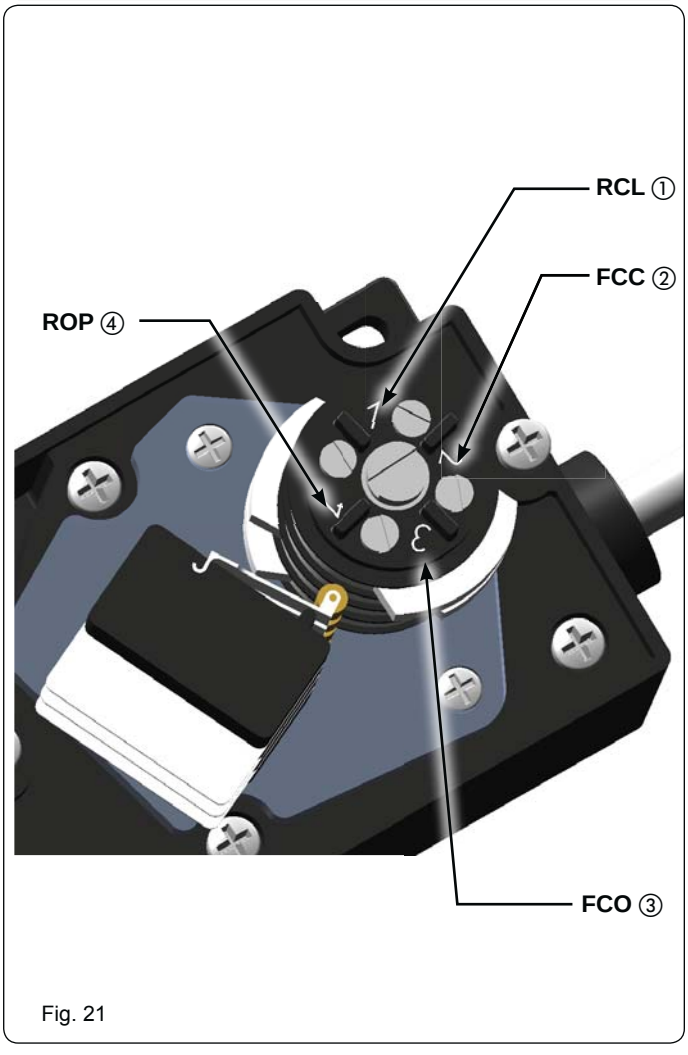

Fig. 21
5. Tourner la vis correspondante au fin de course en ouverture **FCO** (Fig. 21 réf. ③) jusqu'à l'engagement du micro interrupteur avec la came.
8. Tourner la vis correspondant au ralentissement en ouverture **ROP** (Fig. 21 réf. ④) jusqu'à l'engagement du micro interrupteur avec la came.
10. Tourner la vis correspondant au fin de course en fermeture **FCC** (Fig. 21 réf. ②) jusqu'à l'engagement du micro interrupteur avec la came.
12. Tourner la vis correspondant au ralentissement en fermeture **RCL** (Fig. 21 réf. ①) jusqu'à l'engagement du micro interrupteur avec la came.
17. Amener manuellement le vantail coulissant à mi-course et vérifier que la position du fin de course correspond à la Fig. 21